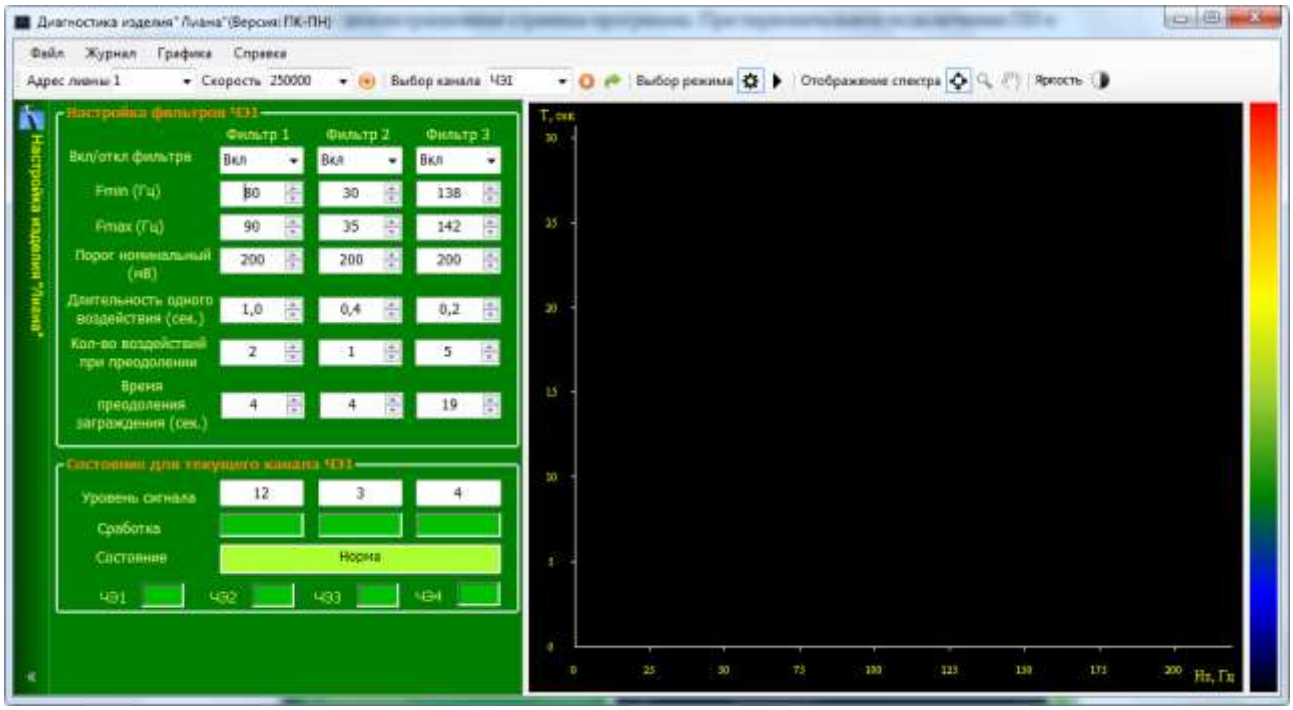

Рисунок 10 – Окно «Настройки» программы.
2.4.1.5 После загрузки операционной системы с помощью USB-кабеля подключить БОС к ПК и запустить с рабочего стола программу «Лиана». При неправильном подключении, неисправности БОС, отсутствии связи между устройствами, или отсутствии питания БОС вместо программы «Лиана» запустится только демонстрационная страница программы. При успешном запуске программы появится окно «Настройка изделия «Лиана» (см. рисунок 10).